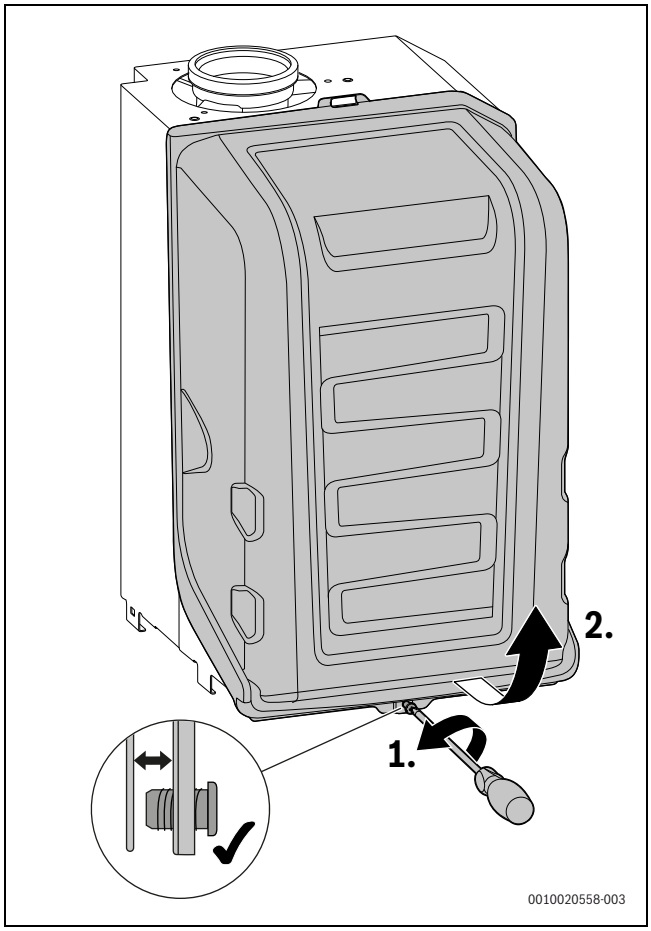

Rys. 157 Demontaż obudowy palnika
- Zdjąć osłonę palnika (→ rys. 157, str. 80).